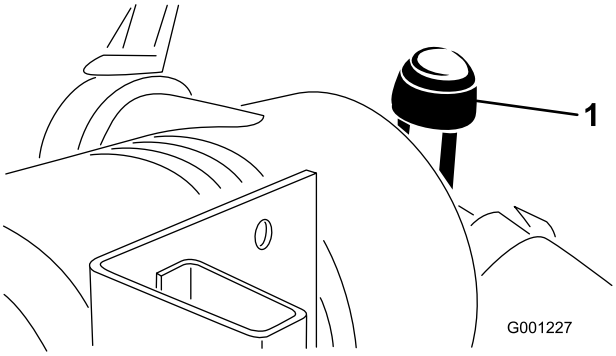

**Figur 46**
- Utför service på luftrenarfiltren när luftrenarindikatorn (Figur 46) är röd eller var 400:e timme (oftare i mycket dammiga eller smutsiga förhållanden). För mycket underhåll får inte utföras på luftfiltret.
9. Nollställ indikatorn (Figur 46) om den är röd.